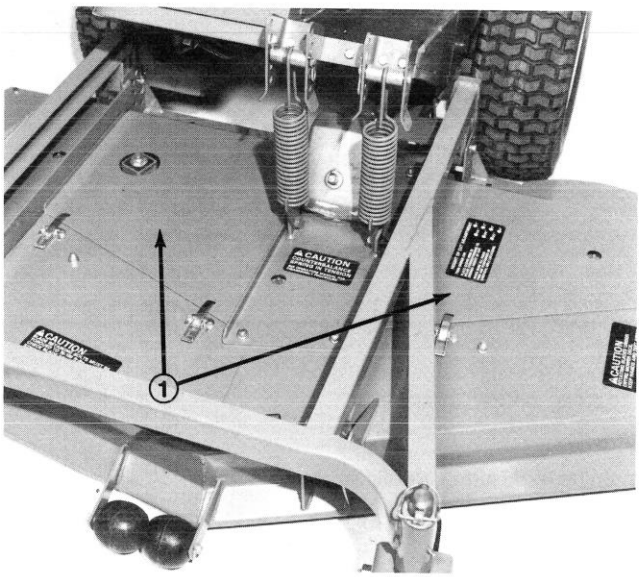

Figure 53
2. Remove capscrews and lockwashers or release and unhook latches securing pulley cover on top of spindle housing to be serviced (Fig. 53). Also remove cover over idler pulley (Fig. 53) and loosen two nuts securing idler plate in place. This will release tension on the drive belt.